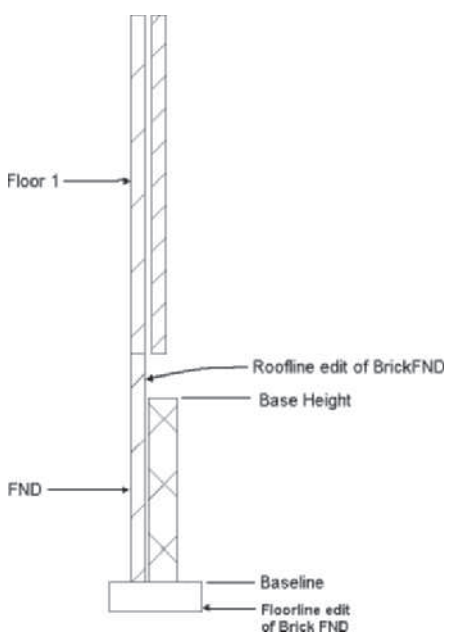

FIGURE 3.97 *Wall section of wall for each level*
3. In this step, you will revise the levels for the foundation and first-floor plan as shown in Figure 3.97. This project was previously created for a basement; in this step, you will revise the levels for a crawl space. Select the **Project** tab of the Project Navigator and click the **Edit Levels** button to open the **Levels** dialog box. Clear the **Auto-Adjust Elevation** checkbox. Edit Level 1 [G] as follows: Level 1 [G] Floor Elevation = **0**, Floor to Floor Height = **4'–0 [1200]**, Description = **Crawl**. Edit Level 2 [1] as follows: Floor Elevation = **4'–8 [1400]**, Floor to Floor Height = **9'–0 [2700]**. Click **OK** to dismiss the Levels dialog box. Click **Yes** to regenerate all views and dismiss the AutoCAD dialog box.